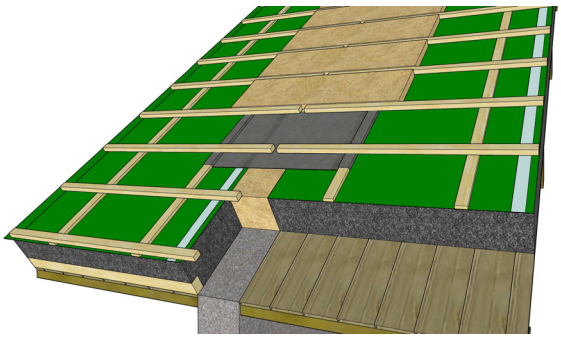

Figuur 13 - Detail woningscheidende wand
- De woningscheidende wand dient thermisch geïsoleerd te worden door middel van plaatsing van een laag minerale wol op de woningscheidende wand. Deze laag dient te worden afgedekt met een waterkerende damp-open folie waar bovenop een tweede laag minerale wol wordt geplaatst. Deze laag minerale wol dient te allen tijde droog te blijven bij plaatsing. De panlatten dienen minimaal 30 mm onderbroken te worden ter plaatse van de woningscheidende wand (zie figuur 13).